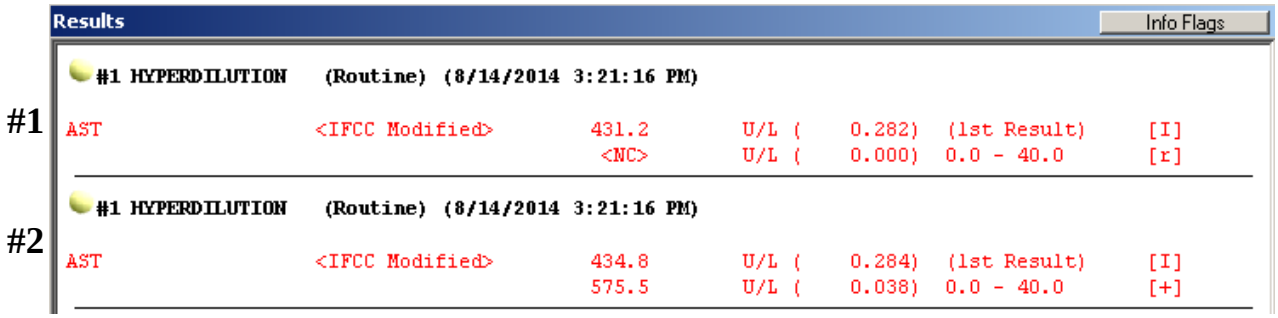

Figura A4-1
1. O primeiro resultado de enzima irá aparecer com um valor e uma bandeira de informação **"I", "A", ou "d"** indicando a necessidade de uma diluição de amostra **(Fig. A4-1)**.
2. O segundo resultado de enzima aparecerá como <NC> com uma bandeira de informação **"r"** indicando "Nenhum diluente de amostra" **(Fig. A4-1 - #1)**. A mensagem "Nenhum diluente de amostra" também será exibida como uma mensagem de alerta.